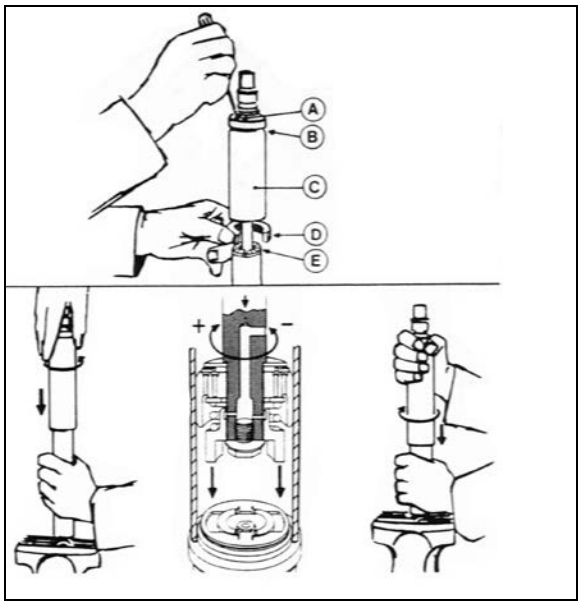

FIGURE 36: DAMPER 18643
To adjust opening and closing cycle speed on damper (Figure 36):
8. Fully close the damper while turning the dust cap or piston rod slowly CCW until it is felt that the cams of the adjusting nut engage in the recesses of the foot valve assembly (Figure 36).
*Where a bump rubber was installed, refit same inside the dust cap and by fully closing the damper, the rubber will seat again at top of the dust cap. Refit the split plastic collar E (*Figure 36*).*